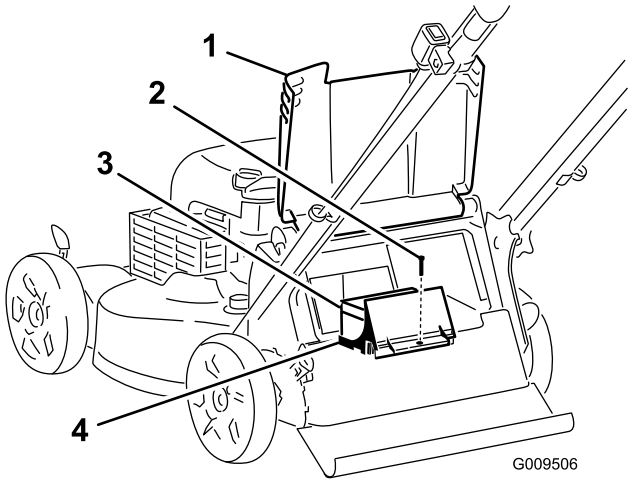
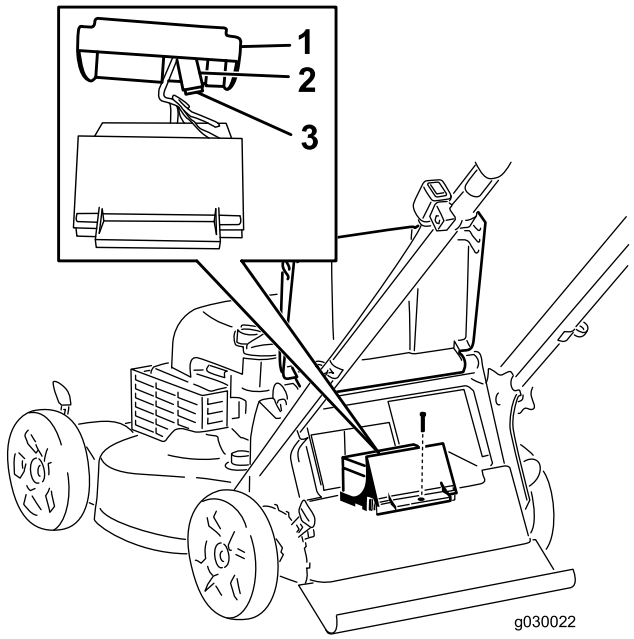

Figura 35
Figura 36
2. Eleve el deflector trasero y localice el compartimento de la batería (Figura 35).
4. Retire el tornillo que sujeta el compartimento de la batería, retire la batería y localice el fusible (Figura 35 y Figura 36).
5. Cambie el fusible del portafusibles (Figura 36).